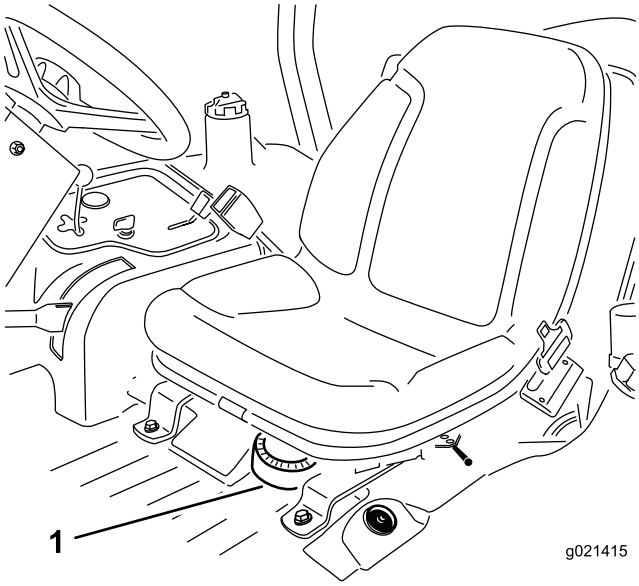

Figur 49
1. Ta bort sätet så att du kommer åt bränslepumpen (Figur 49).